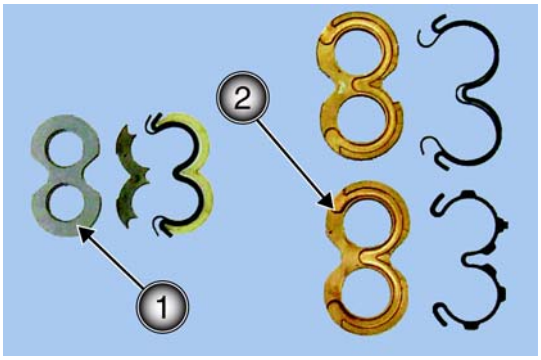

**Figure 54**
There are two different types of pressure balance plates used in gear pumps (Figure 54). The earlier type (1) has a flat back. This type uses an isolation plate, a back up for the seal, a seal shaped like a 3 and a seal retainer. The later type (2) has a groove shaped like a 3 cut into the back and is thicker than the earlier type. Two different types of seals are used with the later type of pressure balance plates.